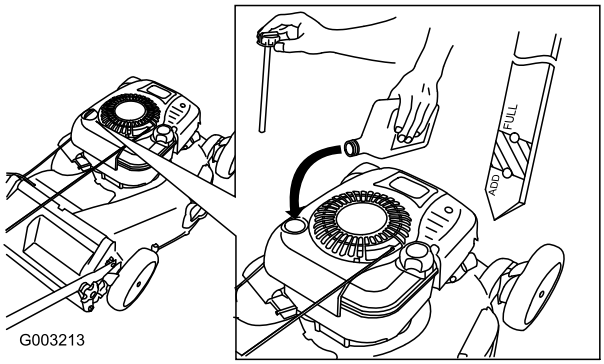

Figuur 37
4. Giet **langzaam** olie in de vulbuis totdat het peil de **Vol**-markering op de peilstok bereikt (Figuur 37). **Niet te vol vullen.** (Maximale vulhoeveelheid: 0,77 l, type: SAE 30W reinigingsolie, met onderhoudsclassificatie SF, SG, SH, SJ, SL van het American Petroleum Institute (API) of hoger).